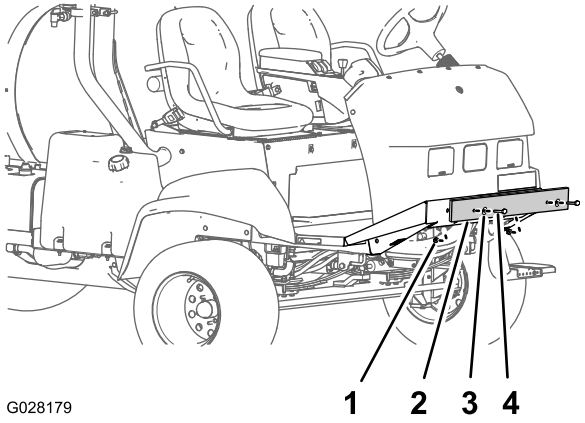

図 9
1. 出荷用のバンパーを前シャーシプレートに固定しているボルト、ワッシャ、ナットを取り外す図 9。
2. 機体から出荷用のバンパーを取り外す図 9。